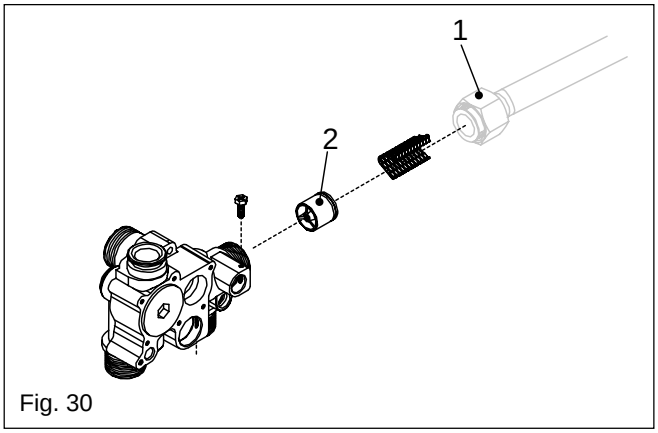

Fig. 30
**6.19 AUTOMATIC BYPASS (see fig. 30)**